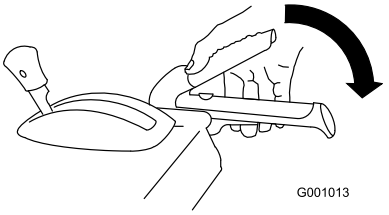

Figur 29
1. For at indkoble snegle-/rotordrevet skal du klemme snegle-/rotorgrebet til højre for håndtaget (Figur 29).